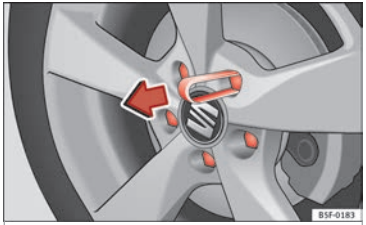

Fig. 60 Pull off the wheel bolt cap.
- Fit the plastic clip (vehicle tools) over the cap until it clicks into place ››› **Fig. 60**.